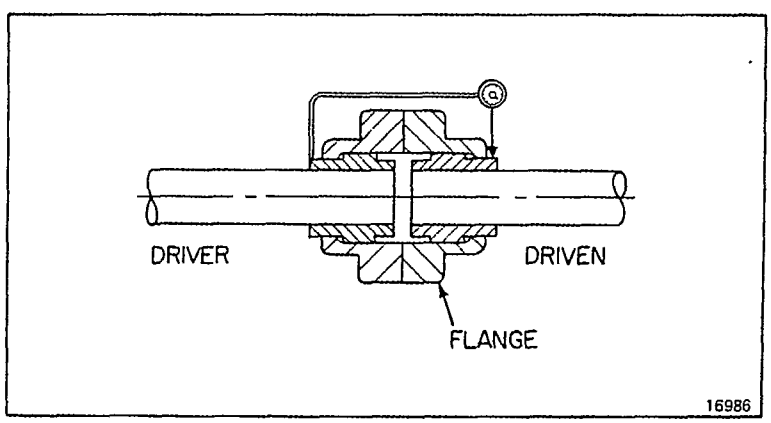

Figure 4. Check of Vertical Alignment
c. Mount dial indicator as in Figure 4.